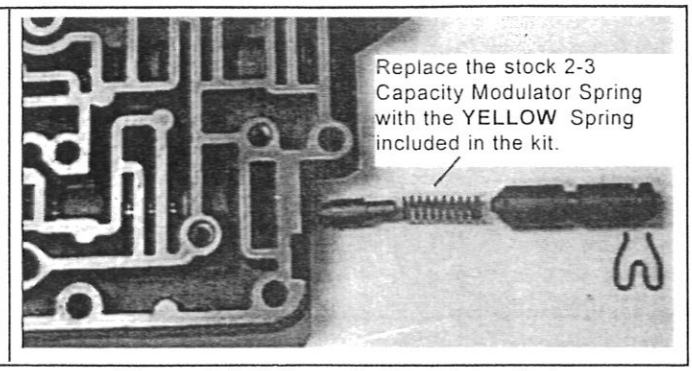

Figure 5. 2-3 Capacity Modulator Spring
Step 6. 2-3 Capacity Modulator Spring (**See Fig. 5**): Depress the orifice control valve train sleeve and remove retaining clip. Remove orifice control valve or plug and spring. Removal of 2-3 capacity modulator valve is not required. Reinstall using the **YELLOW** 2-3 capacity modulator spring from the kit, orifice control valve or plug and retaining clip in reverse order of disassembly.